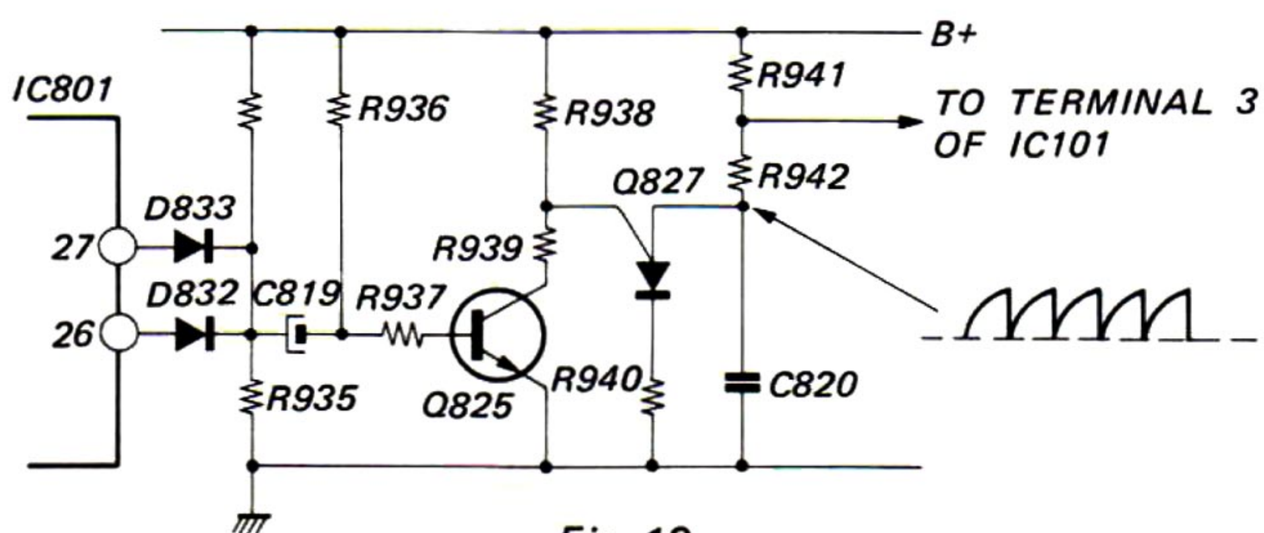

Fig. 13
(1) C820 is charged through R941 and R942.
(2) When the charged potential exceeds a voltage determined by R938 and R939, it will rapidly be discharged.
(3) Then, C820 is re-charged.
(4) Repetition of such charging and discharging will result in a reference signal as shown in Fig. 13.
(5) If the frequency of the reference signal deviates considerably from the above value as 130Hz, no correct timing can be attained. In particular, when REC MUT button is pressed during the record mode, the pause lamp will flicker two times per second, which will be useful for checking the frequency deviation.
(6) Q825 is provided to temporarily stop the generation of reference signals in order to make a stopped state for about 0.3 second at time of direct function selection.